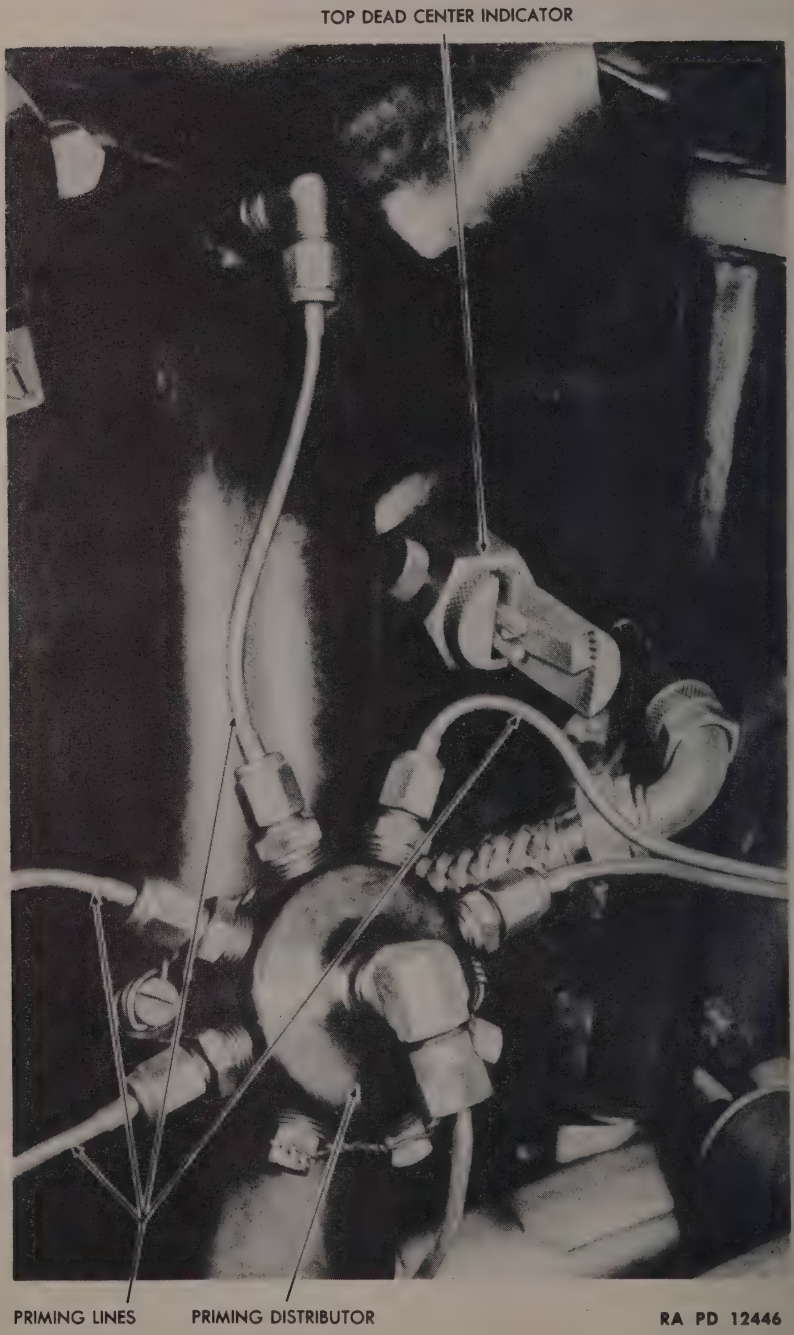

Figure 124—Checking Piston Location with Top Dead Center Indicator
b. Install top dead center indicator in the rear No. 1 cylinder spark plug opening (fig. 124).